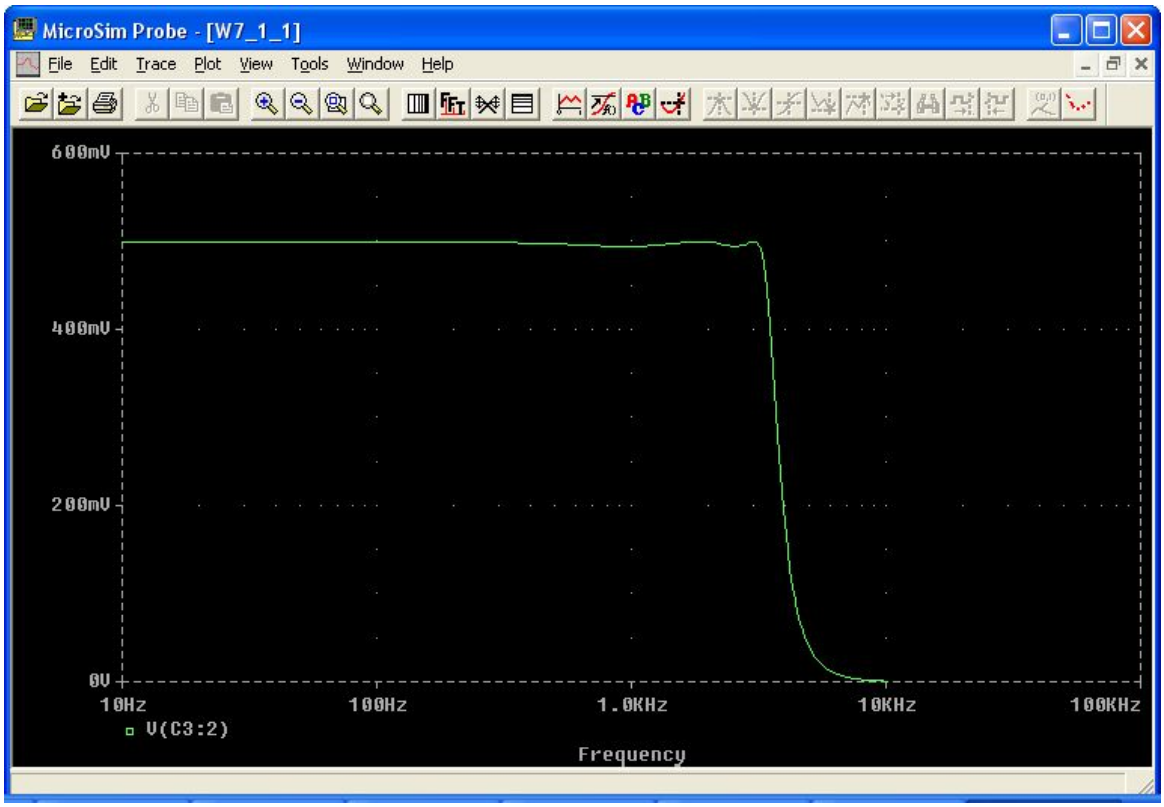

Рис. 14
4. Сохраним схему под именем Example.sch и запустим режим моделирования, нажав клавишу F11. На экране появится график амплитудно-частотной характеристики фильтра (рис. 14).